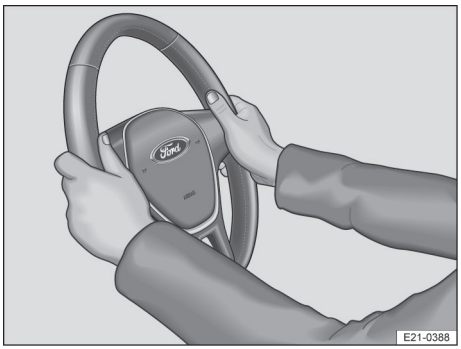

Fig. 59 Sur le volant : positions 9 h et 3 h
2. Réglez le volant de manière à pouvoir le tenir en plaçant vos deux mains à la périphérie (positions 9 h et 3 h) → fig. 59, les bras étant légèrement fléchis.